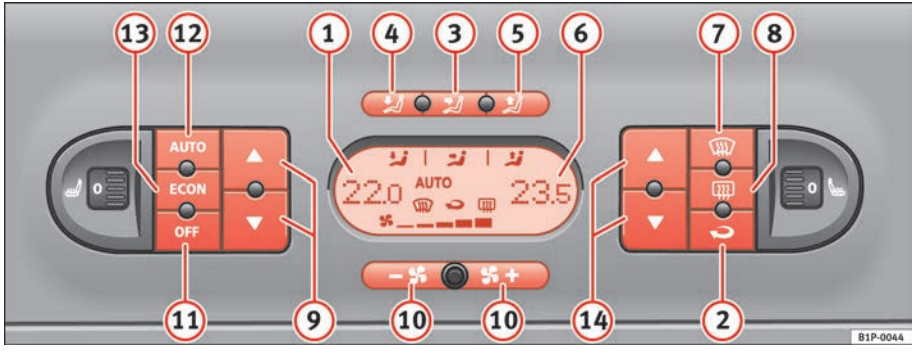

Fig. 110 On the dash panel: 2C Climatronic controls
– To enter manual mode, press one of the buttons ⇒ fig. 110 (3) to (5), ECON or turn the air flow control (10). The symbol AUTO will disappear from the display. ▶
– Press the button ⇒ page 144, fig. 110 (2) to switch air recirculation mode on or off. It is switched on if the following symbol appears in the display .